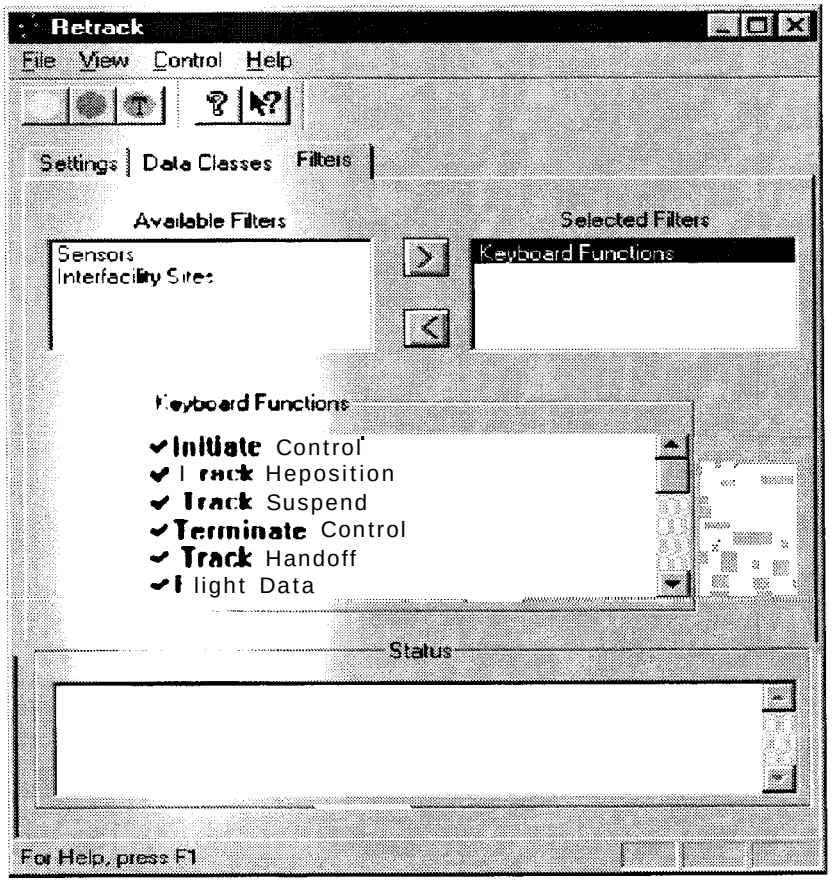

FIGURE 4-111. RETRACK FILTERS TAB
6. Filters tab (Figure 4-111):